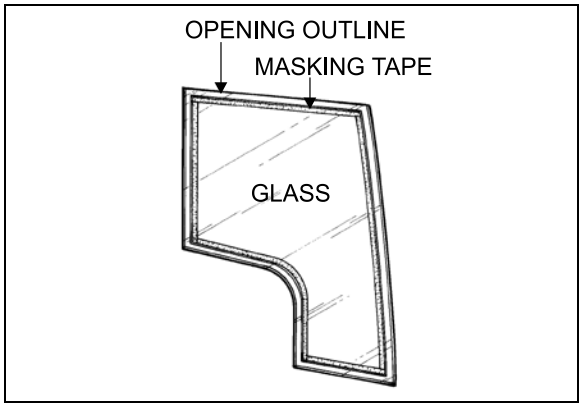

**FIGURE 45: ADHESIVE-MOUNTED WINDOW** 18080
2. Position the left hand lower corner of the sash over the front cam follower block (Figure 45)